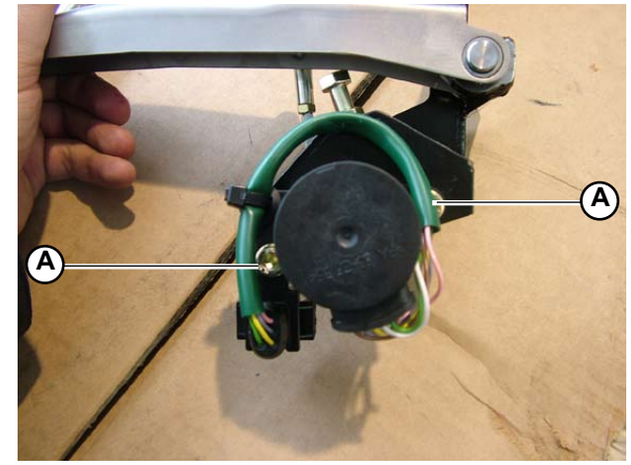

Fig.4
3. Insert the pedal fixing journal (**C-Fig.4**) and lock using 2 pins.
4. Connect the pedal and the potentiometer using the ball joint (**D-Fig.4**).
5. Act on the 2 screws to secure the pedal cluster bracket (**E-Fig.4**).
6. Connect the potentiometer to the connection (**F-Fig.4**).